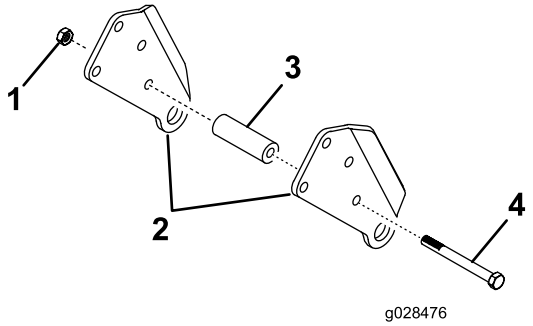

Bild 1
1. Montieren Sie jeden Satz der hinteren Schwenkhalterungen mit einem Schwenkrohr, einer Schraube (3/8" x 3-3/4") und einer Sicherungsmutter (3/8") lose in den Löchern, die in Bild 1 abgebildet sind.